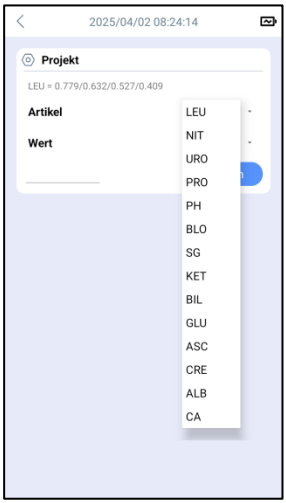

Abb. 4.23
- Tippen Sie auf das Dropdown-Feld „**Artikel**“, um den Prüfgegenstand auszuwählen (Abb. 4.23).